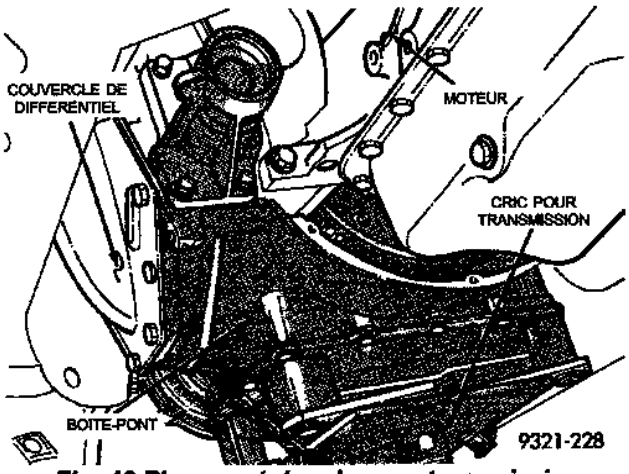

*Fig. 46 Placement du cric pour transmission*
(23) Placer un cric pour transmission sous la boîte-pont, de façon sûre (Fig. 46).
(24) Déposer l'écran pare-boue de l'aile gauche.
(25) Le cric pour transmission étant en place, déposer le support de transmission du côté gauche.
(26) Abaisser l'ensemble de la boîte-pont pour accéder au capteur de position de la transmission. Déposer le capteur du carter. Pour la pose, se référer à la section 8D de ce manuel d'atelier.
(27) Déposer les boulons inférieurs du carter.